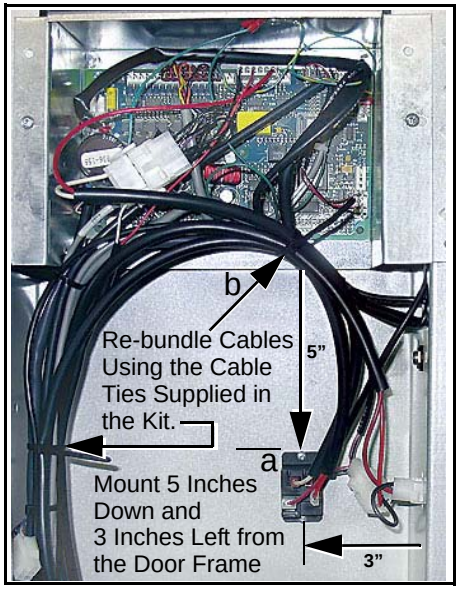

Figure 3 Remounting Relay
4. Relocate the relay five (5) inches down from the Control Board Housing and three (3) inches left of the door frame (See Figure 3 a). Use the relay as a template to locate marks for drilling two new 7/64 inch holes.
7. Re-route the wiring harness and re-secure it in its new location with the Cable Ties supplied in the kit (See Figure 3 b).